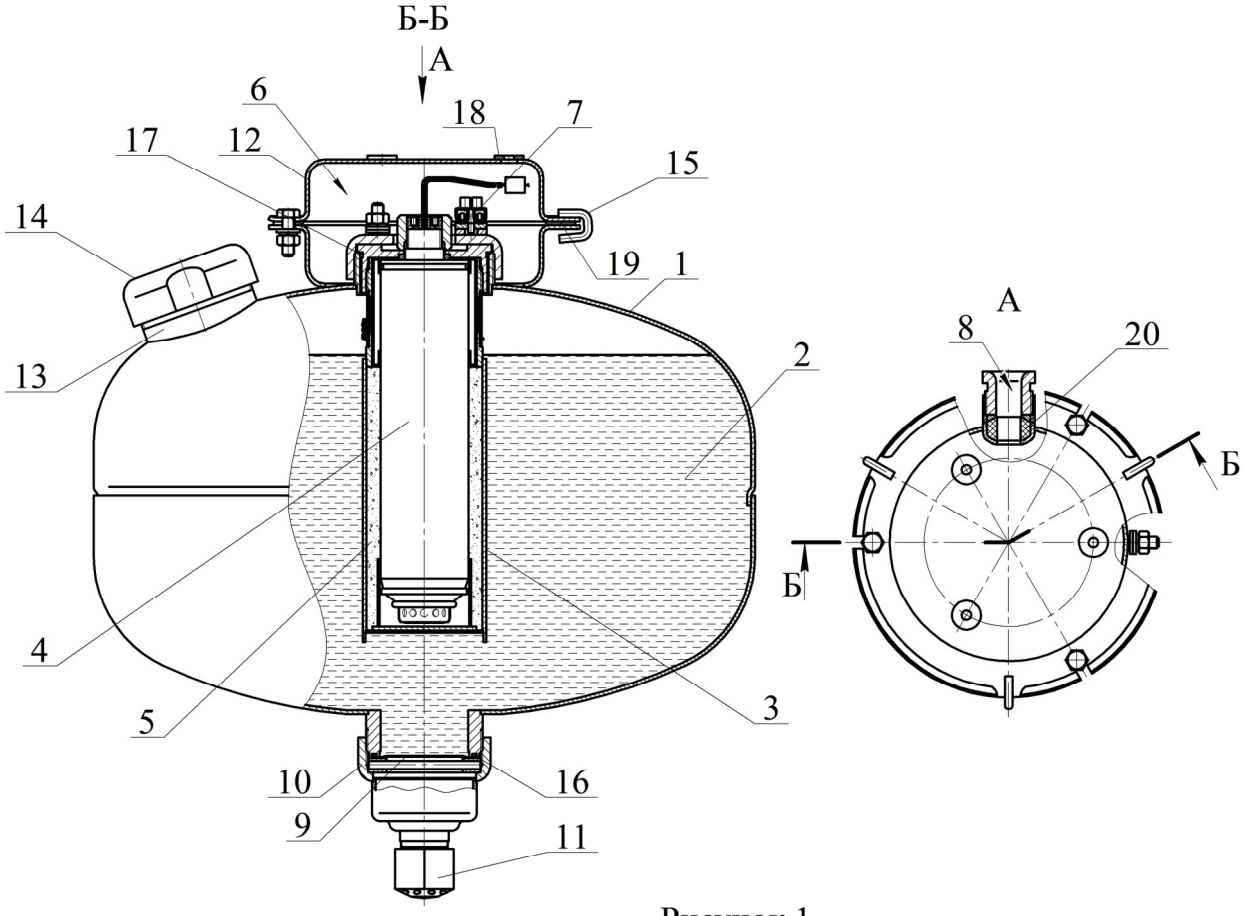

Рисунок 1
1.4.1.1 МУПТВ (см. рисунок 1) состоит из корпуса **1**, заправленного жидким ОТВ **2**, в котором размещено газогенерирующее устройство **3**. В герметичный корпус газогенерирующего устройства со степенью защиты IP68 установлен ИХГ **4** с элементом электропусковым. Зазор между ИХГ корпусом газогенерирующего устройства заполнен пористым искрогасящим материалом **5**. Соединительные провода элемента электропускового ИХГ выведены в коробку **6** через герметизированный узел в корпусе МУПТВ, обеспечивающий требуемую (не ниже IP67) степень защиты от внешних воздействий. Наружные концы проводов элемента электропускового (при монтаже по разделу 6 настоящего паспорта) присоединены к зажиму контактному винтовому **7**, установленному в коробке **6** со степенью защиты IP65. Электрические зазоры и пути утечки между неизолированными токоведущими частями (контактных зажимов и проводников) составляют 1,6 мм. Монтажный кабель через кабельный ввод **8** входит в коробку **6** и подключается к зажиму контактному винтовому **7.**
После подачи на выводы элемента электропускового электрического импульса ИХГ **4** (см. рисунок 1) генерирует газ, который, проходя через пористый искрогасящий материал, создает давление внутри корпуса МУПТВ для вскрытия мембра-
2.1.3 Закрепить кронштейн **12** (см. рисунок 1) на потолке. Координаты отверстий в кронштейне приведены на рисунке 5.
Залить в отверстие верхней горловины **13** (см. рисунок 1) воды по ГОСТ 6709-72, СанПиН 2.1.4.1074-01 (температура воды должна быть плюс (от 15 до 25)ºС) объемом $11{,}8^{+0{,}2}$ дм^3. Открыть упаковки с жидкими добавками к воде и залить их в отверстие верхней горловины **13**.
2.1.6.3 Полученный раствор ОТВ залить в отверстие верхней горловины **13** (см. рисунок 1). Для окончательного приготовления ОТВ открыть упаковки с жидкими добавками к воде и залить их в отверстие верхней горловины **13**.
2.1.8 На выпускную горловину гайки **10** (см. рисунок 1) накрутить до упора насадок-распылитель **11**.